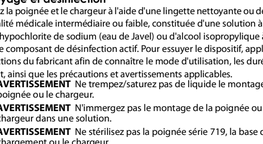

Figure 2
2. Tournez l'élément de rhéostat dans le sens inverse des aiguilles d'une montre jusqu'à ce qu'il se détache de l'élément de batterie (Figure 2).
2. Pour assembler les deux éléments, tournez dans le sens des aiguilles d'une montre jusqu'à obtenir un serrage ferme (Figure 2).